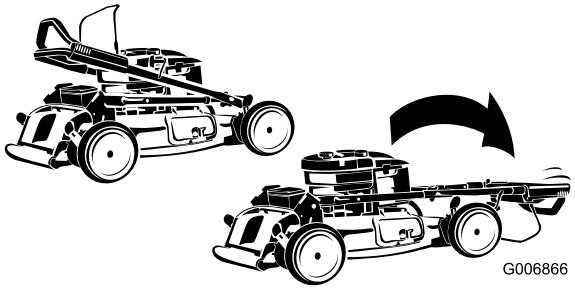

Bild 4
1. Schieben Sie den oberen Griff vorsichtig nach vorne, bis die Griffhälften ausgerichtet sind und eng anliegen, siehe (Bild 4).